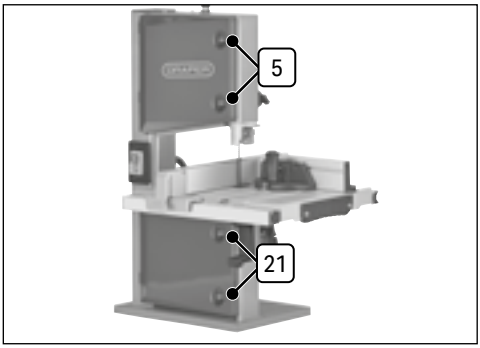

Fig. 7
7.3 Opening & Locking the Upper and Lower Doors (Fig.7)